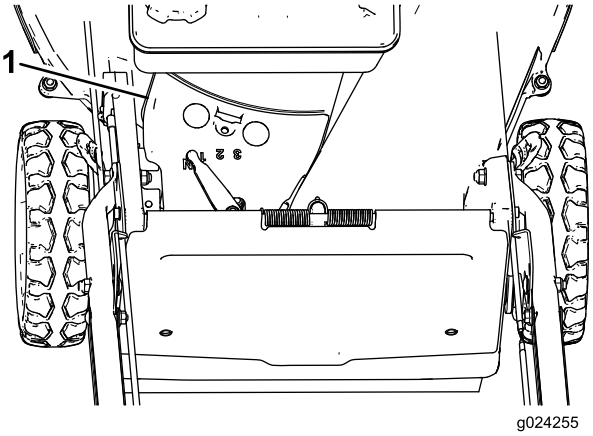

Rysunek 34
3. Zdejmij osłonę paska (Rysunek 34) z obudowy kosiarki.